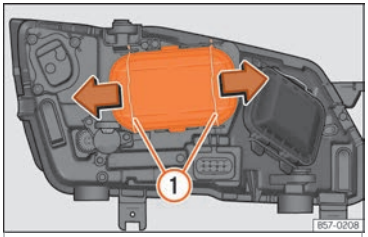

Fig. 53 In the engine compartment: remove the cover.
– Move the loops ››› Fig. 53 ① in the direction of the arrow and remove the cover.